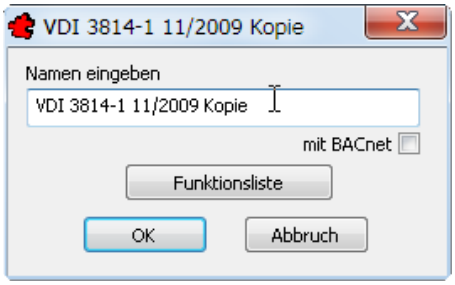

Bild 32.7 – Bearbeitung eines Referenzstandards
- Klicken Sie auf den gewünschten *Standard*, dann auf *Bearbeiten*. In der Dialogbox <*Referenzstandard*> können Sie nun den Namen ändern (Abb. 32.7).